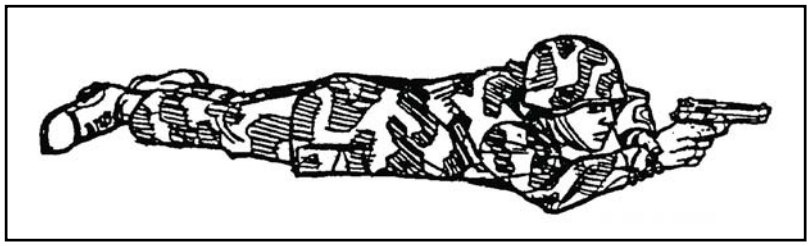

Figure 071-004-0006-6. Prone position
b. Standing-with-support (figure 071-004-0006-7). To assume this position--
(1) Use available cover for support. For example, stand behind a tree or wall.
(2) Stand behind a barricade, with your firing side in line with the edge of the barricade.
(3) Place the palm of your nonfiring hand at eye level on the edge of the barricade, and extend your thumb past the edge of the barricade.
(4) Lock the elbow of your firing arm. Rest your forearm on the extended thumb of your nonfiring hand.
(5) Move the foot on your nonfiring side forward until your toe touches the bottom of the barricade.